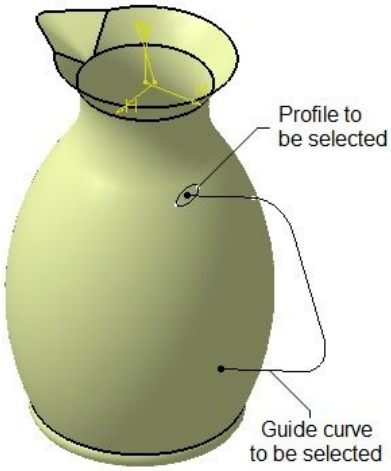

Figure 10-65 *The profile and the guide curve to be selected*
9. Select the profile (ellipse) from the geometry area, as shown in Figure 10-65; you are prompted to select a guide curve.
10. Select the guide curve from the geometry area, as shown in Figure 10-65, and choose the **OK** button from the dialog box to complete the creation of the sweep surface.